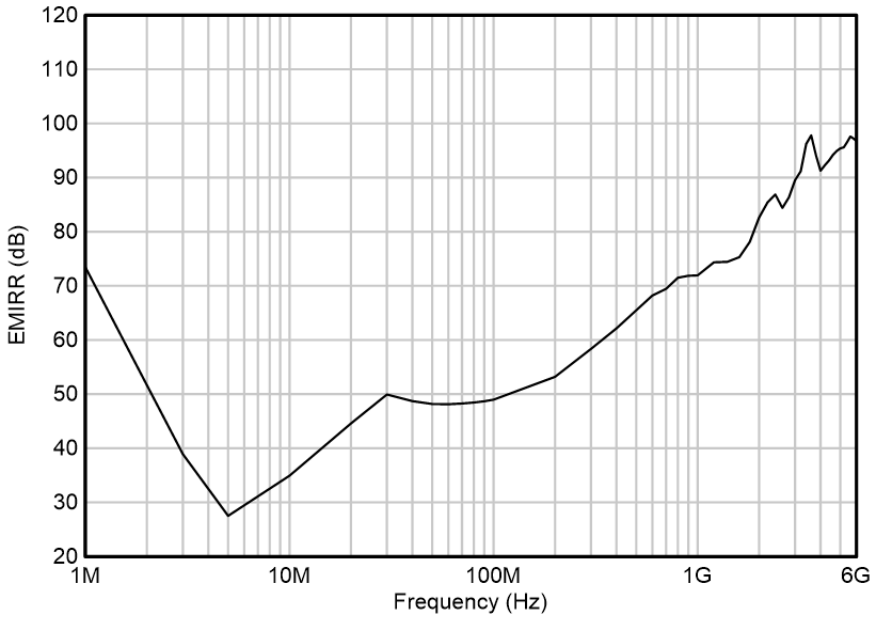

图 6-3. EMIRR 测试
德州仪器 (TI) 已具备在 10MHz 至 6GHz 宽频谱范围内准确测量和量化运算放大器抗扰度的能力。图 6-3 展示了对 TLVx825 执行此测试的结果。表 6-1 列出了 TLVx825 在实际应用中常见特定频率下的 EMIRR IN+ 值。表 6-1 列出了可在下图所示的特定频率或其近似频率下运行的应用。另请参见*运算放大器的 EMI 抑制比（以 OPA333 和 OPA333-Q1 为例）*应用报告。